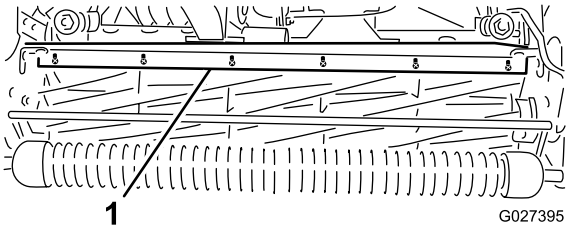

**Rysunek 52**
1. Poluzuj śruby mocujące belkę górną (Rysunek 52) do zespołu tnącego.